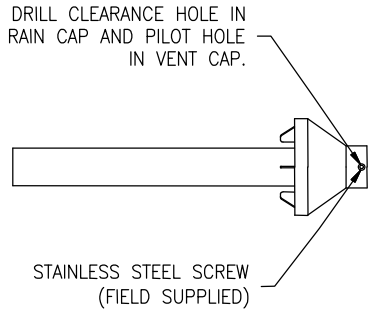

Figure 21. Rain Cap to Small Vent Pipe Assembly
b. Cement rain cap to smaller diameter pipe. (See Figure 21).
b. Cement rain cap to smaller diameter kit pipe. (See Figure 21).